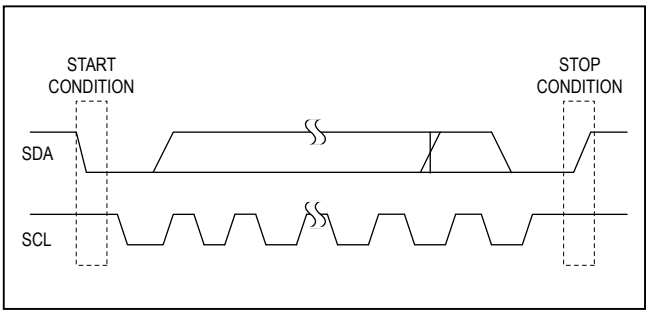

Figure 4. START/STOP Conditions
A master device initiates communication by issuing a START condition (S) which is a high-to-low transition on SDA with SCL high. A START condition from the master signals the beginning of a transmission to the device. The master terminates transmission by a STOP condition (P) (see the *Acknowledge Bit* section). A STOP condition is a low-to-high transition on SDA while SCL is high (Figure 4). The STOP condition frees the bus. If a repeated START condition (S_r) is generated instead of a STOP condition, the bus remains active. When a STOP condition or incorrect slave ID is detected, the device internally disconnects SCL from the serial interface until the next START or repeated START condition, minimizing digital noise and feedthrough.